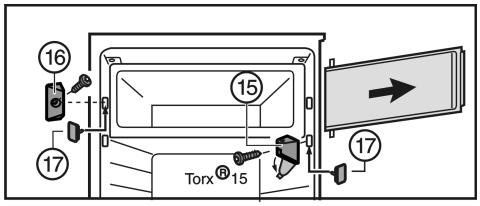

Fig. 7
▶ Rabatați în lateral capacul de la suportul de lagăr *Fig. 7 (15)*.
▶ Deșurubați suportul de lagăr *Fig. 7 (15)* împreună cu ușa compartimentului.
▶ Deșurubați piesa de blocare *Fig. 7 (16)*.
▶ Obturați găurile eliberate cu dopurile *Fig. 7 (17)* livrate.